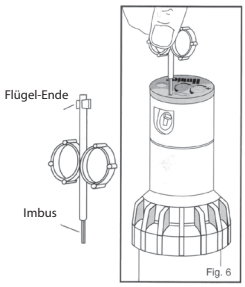

Fig. 6
- Stahlimbus des Einstellschlüssels in die Öffnung „Düsenfixierung" führen. - Abbildung 6 -